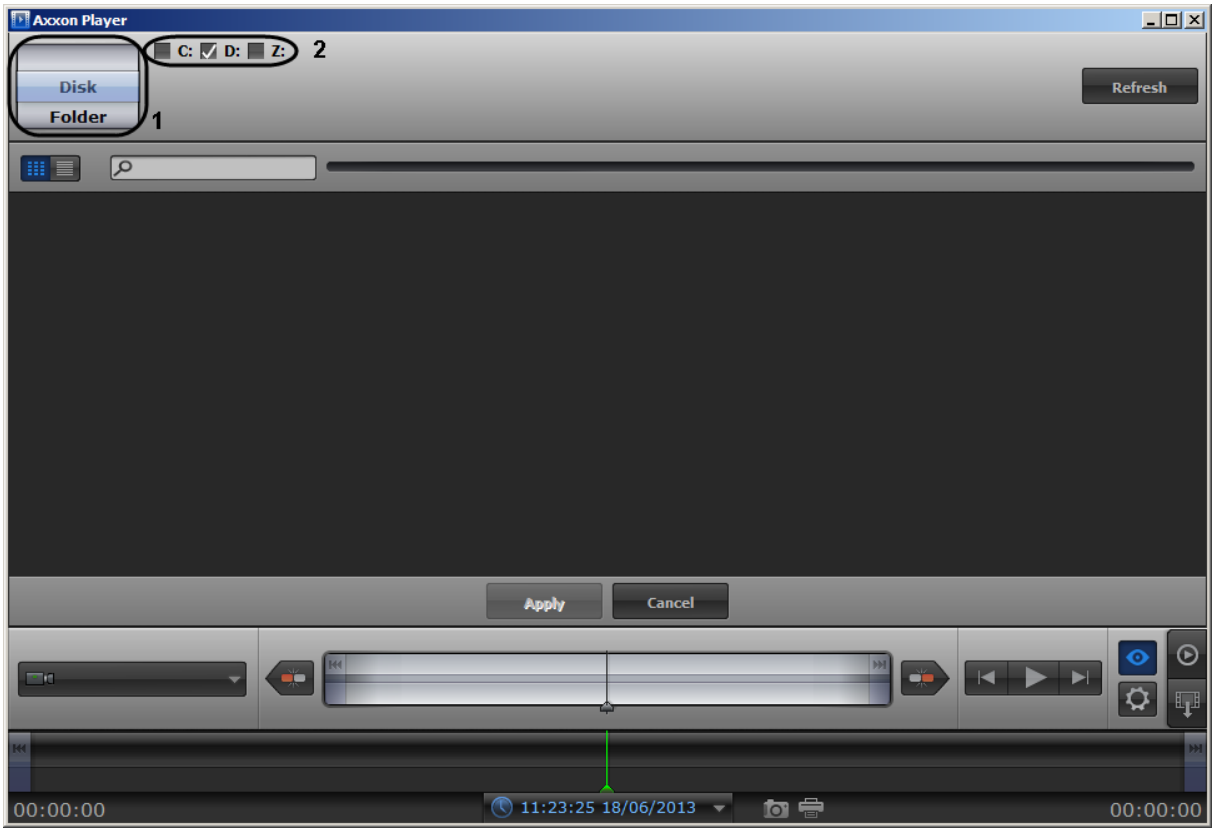

Figure 12.17-3 Select the way of opening the file
The playback settings panel is opened (Figure 12.17-3).
2. Select the way of opening the file: Disk, Folder or File (Figure 12.17-3, 1).
3.1. If the “Disk” way is selected then set checkboxes next to those disks on which the INTELLECT™ software archive is stored (Figure 12.17-3, 2).